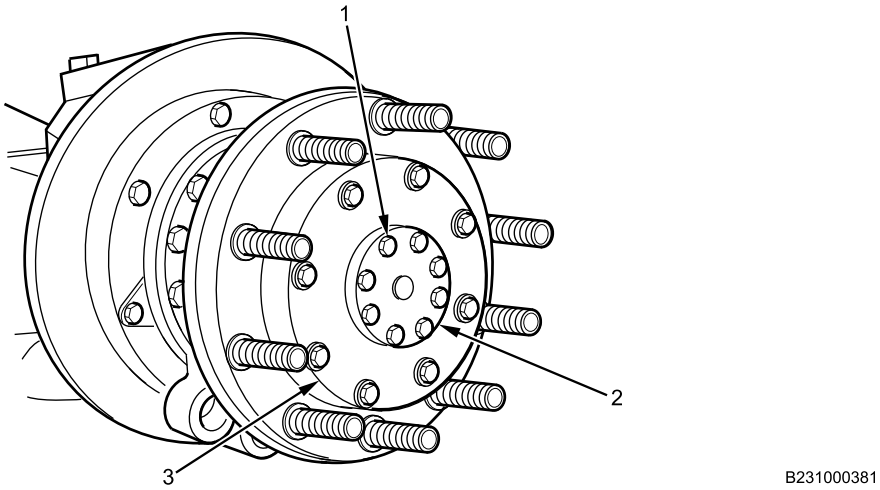

Figure 19. Hubcap.
18. Apply 1/8-inch continuous bead of RTV silicone sealant to drive flange mounting surface of hubcap (Figure 19, Item 2).
19. Install hubcap (Figure 19, Item 2) onto drive flange (Figure 19, Item 3) with eight bolts (Figure 19, Item 1) and washers. Torque bolts to 35-50 lb-ft (47-68 N•m).